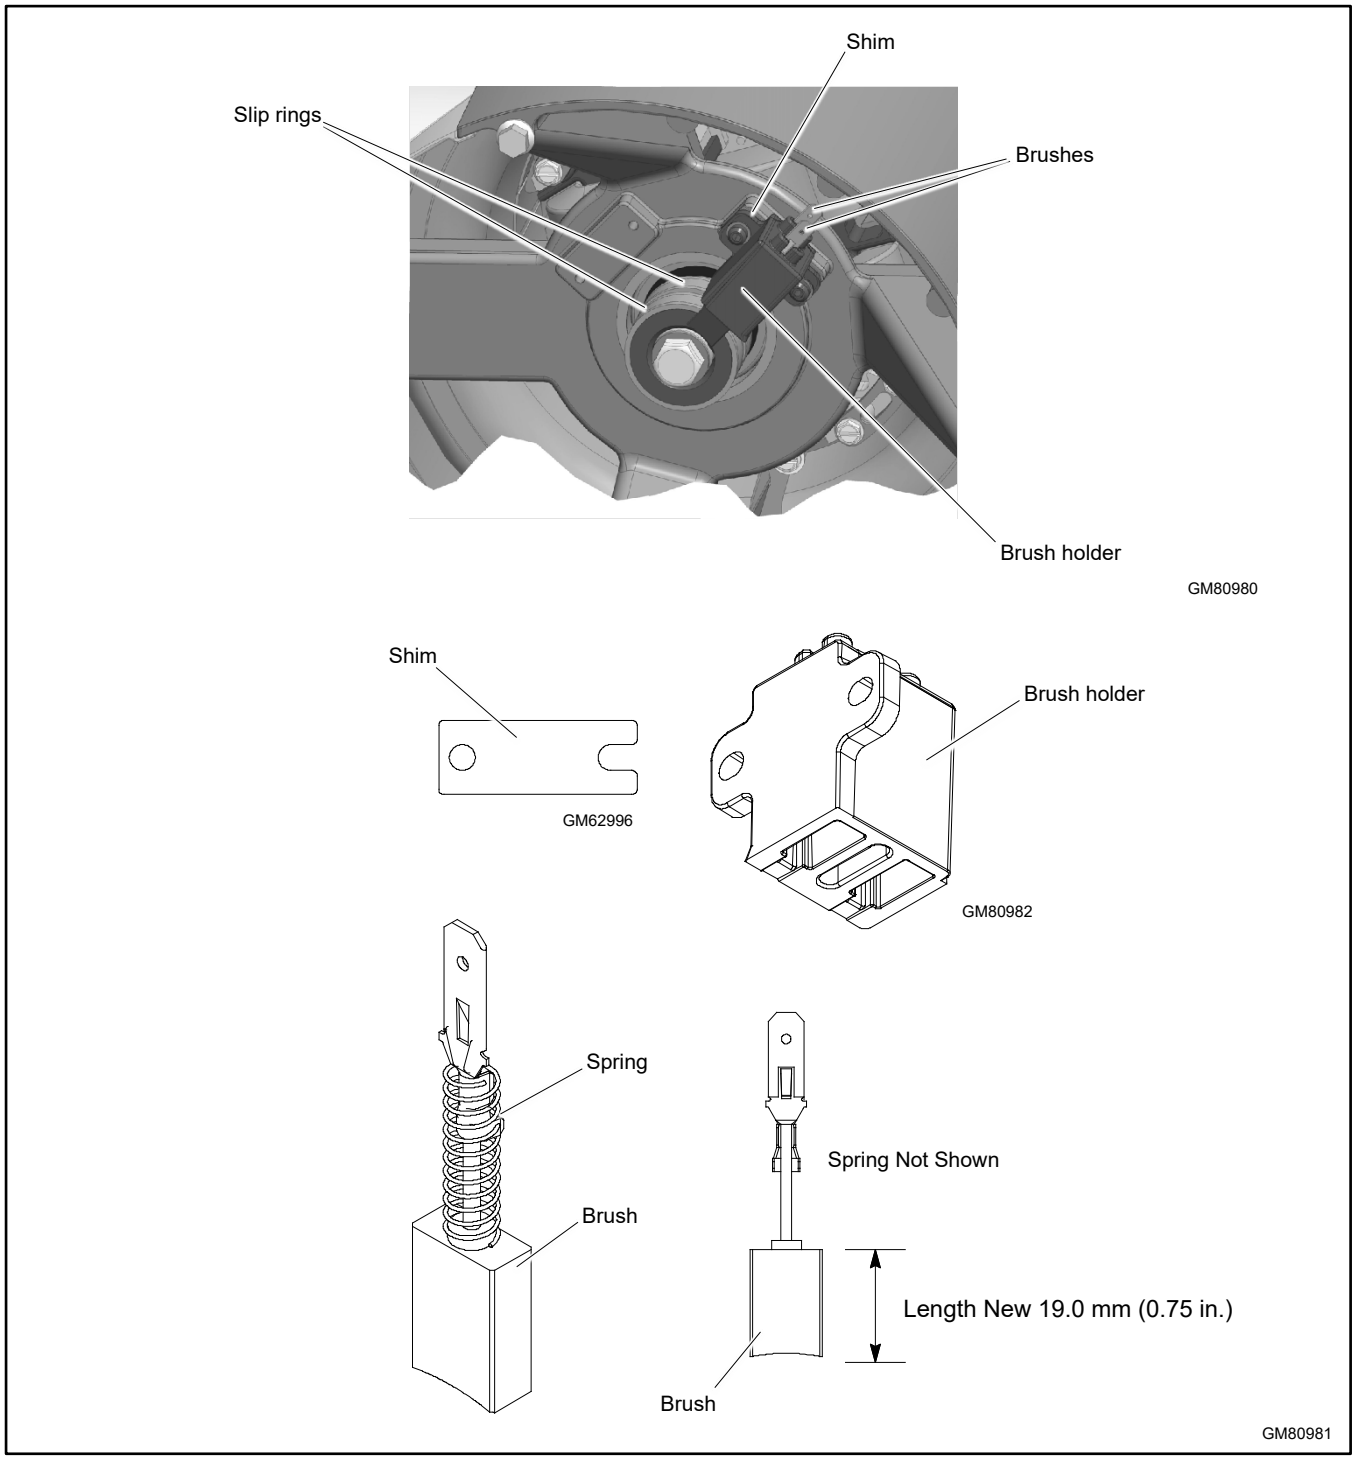

Figure 121 Brush Assembly
28. Check the brushes. See Figure 121.